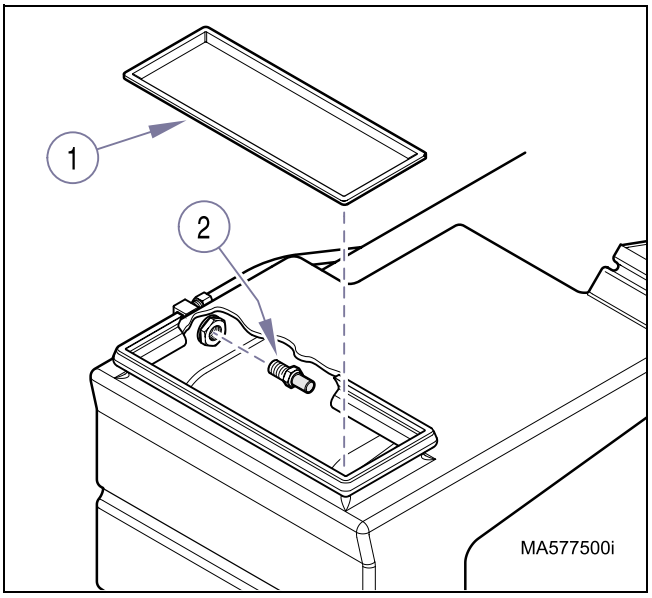

Figure 4-34. Vent Muffler
The reservoir tank lid (1, Figure 4-34) has a bead of silicone around it to prevent condensation from escaping during operation. This silicone must be removed in order to remove the lid and then later reinstalled.
(4) Remove the silicone sealant from around the reservoir tank lid (1, Figure 4-34) and remove the lid.
(1) Place the Vent Muffler (2, Figure 4-34) in position and tighten 1/4 turn past hand tight.